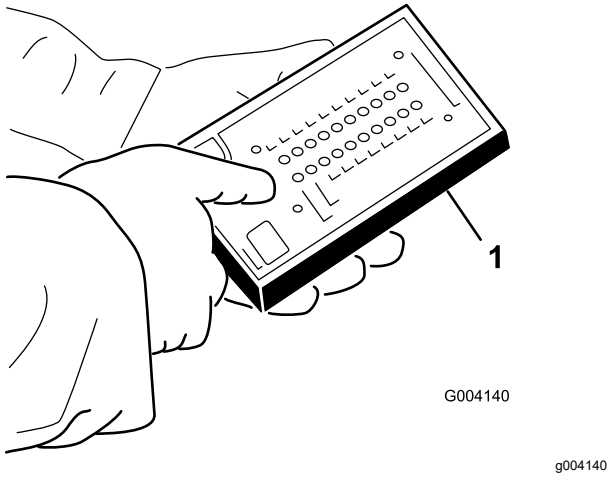

**Figur 38**
5. Slut ACE-fejlfindingsdisplayets stik til ledningsnettets stik (Figur 38).